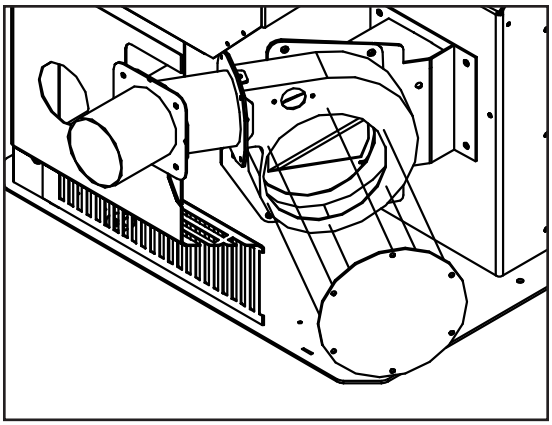

**Figure 17: Exterior Blower Kit.**
1. Remove the left hand cabinet side by removing the two (2) screws down the front. Loosen the three screws on the back of the cabinet side and remove panel.
2. Loosen the six (6) screws that hold the back grill in place. Lift the back grill off the screws.
3. Disconnect the Exhaust blower wires from the wire harness. Remove the exhaust blower motor from the housing; six (6) screws. Cover hole in housing with cover plate provided (see Figure 17).
5. Install the exhaust blower housing box into the pipe placed through the wall thimble, seal with high temperature silicone. Fasten the box to the wall with (4) four screws, seal edges of box to wall with clear silicone.